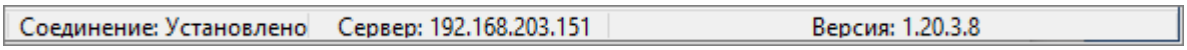

Рисунок 4-25 Информация в контекстной строке при верном указании параметров БД
– если параметры базы данных указаны верно, то в контекстной строке будет выведена соответствующая информация с указанием версии базы данных (см. Рисунок 4-25).